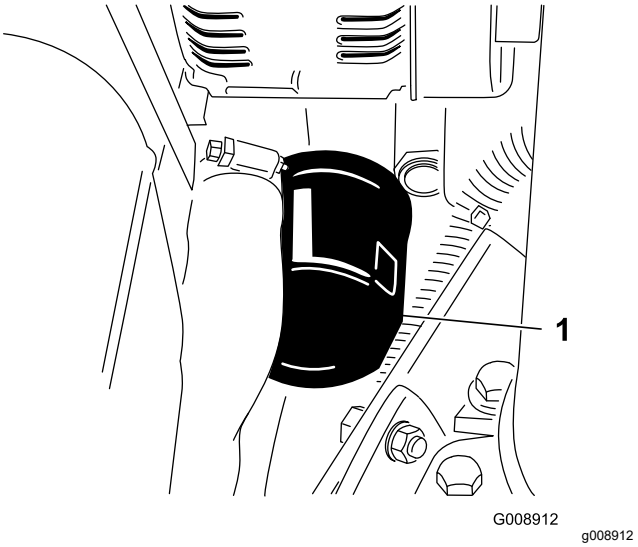

Rysunek 62
3. Wyciągnij filtr oleju (Rysunek 62).